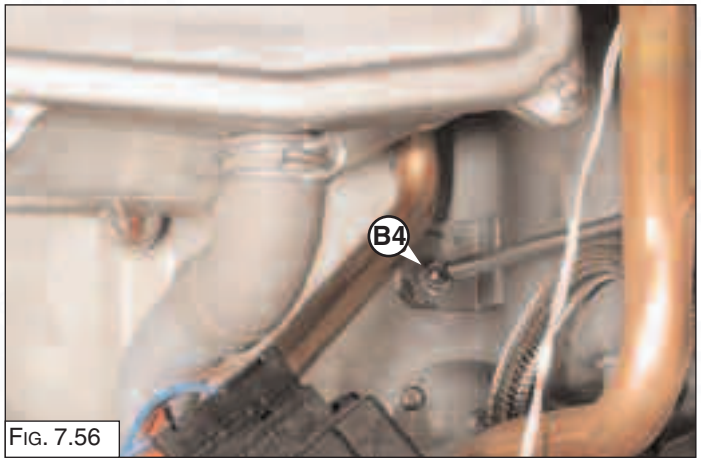

Fig. 7.56
*3.* Unscrew the screw “B4” (Fig. 7.56);